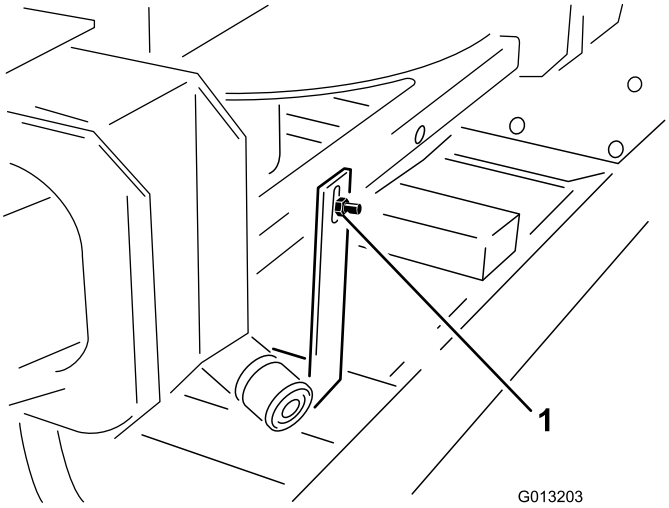

**Figur 3**
2. Fjern bolten og møtrikken fra bagenden af den dobbelte spinder, som fastgør leveringsbeslaget fra maskinens løfteanordning på den dobbelte spinder (Figur 3).